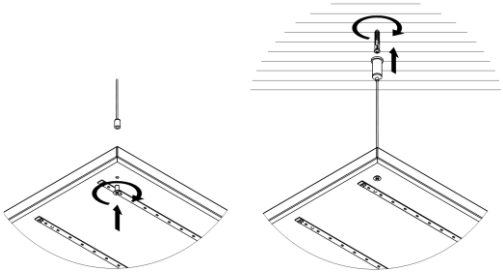

Рисунок 7 — Подвесной монтаж.
5.5.2. Установите на светильнике тросовые подвесы (см. рисунок 7). Рекомендуется использовать комплект подвесного монтажа Geniled. Для монтажа светильника серии Офис, ЛПО необходимо 2 комплекта.